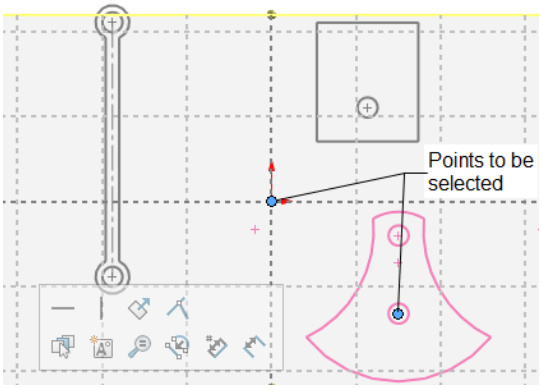

Figure 2-32 *Points to be selected to apply the relation*
1. Press and hold the CTRL key, and then select the center of the lower circle of the **Crank** and the origin, as shown in Figure 2-32; the **Properties PropertyManager** is displayed.